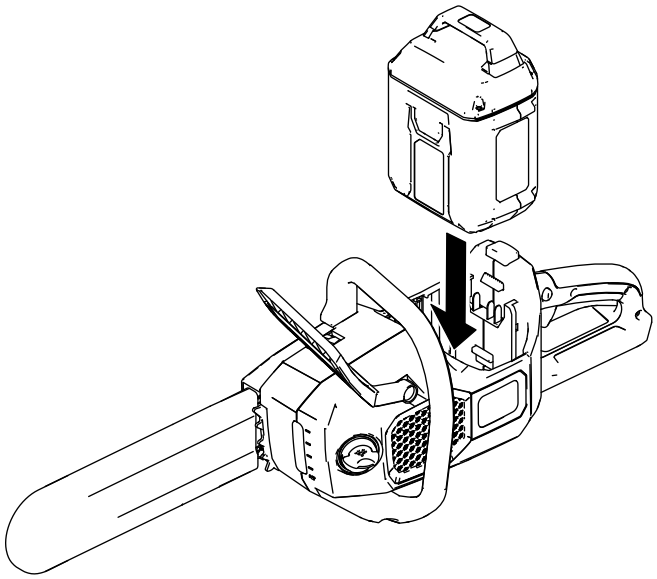

Figure 23
2. Alignez la languette de la batterie sur le logement dans la tronçonneuse (Figure 23).